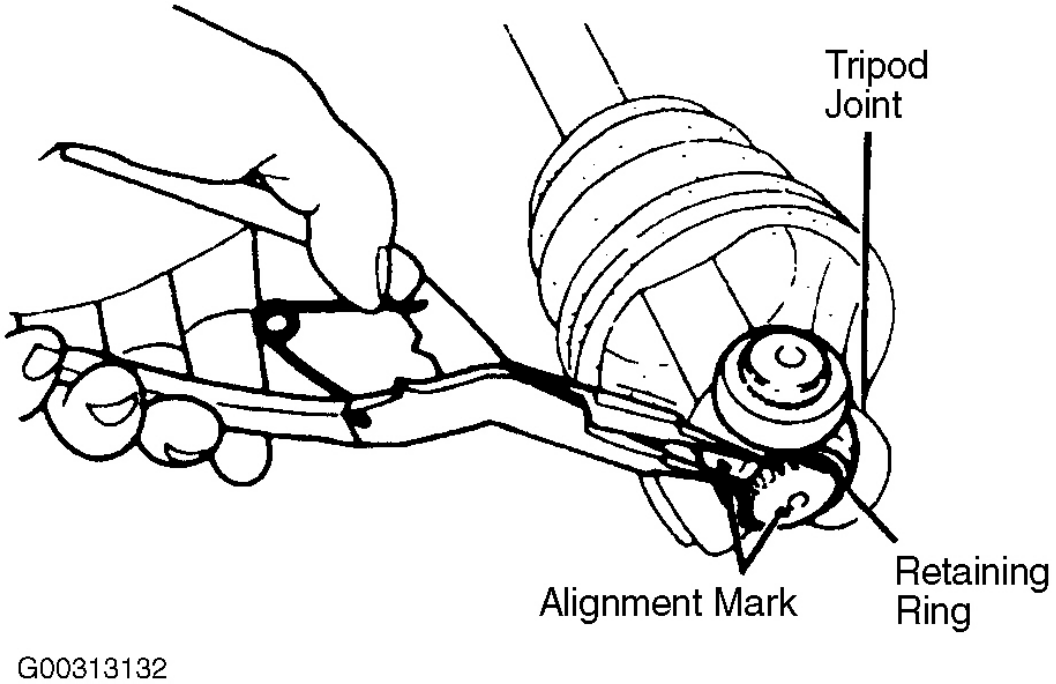

Fig. 16: Extracción de Anillo de retención del trípode Joint
7. Retire el anillo de retención conjunta trípode. Ver **La Fig. 16** . _____